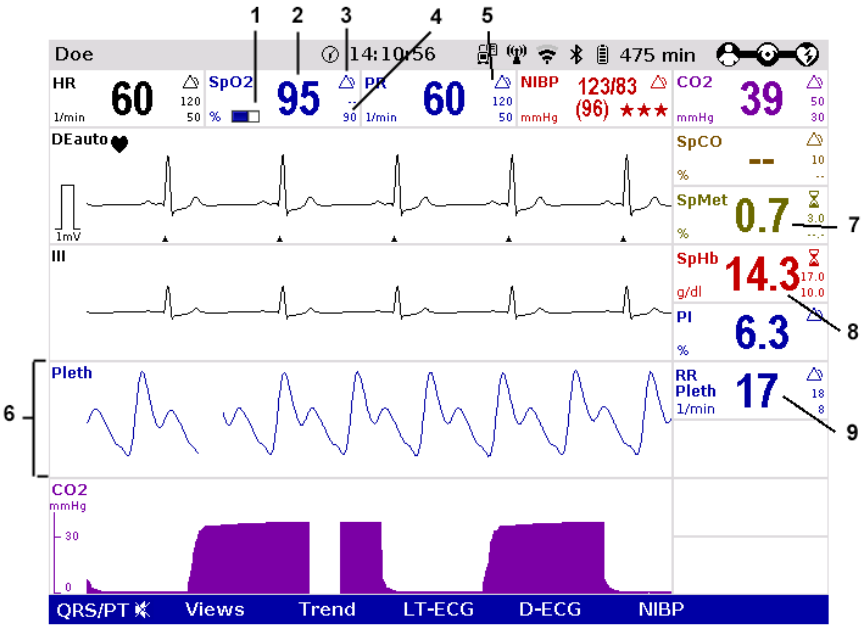

Fig. 6-21 Oximetry monitoring, configured screen (illustration may differ)
The signal intensity is a quality criterion for the capturing of measurement values. The signal intensity is measured and displayed as a horizontal bar in the parameter field SpO_2 (see page 133 Fig. 6-21, item 1).